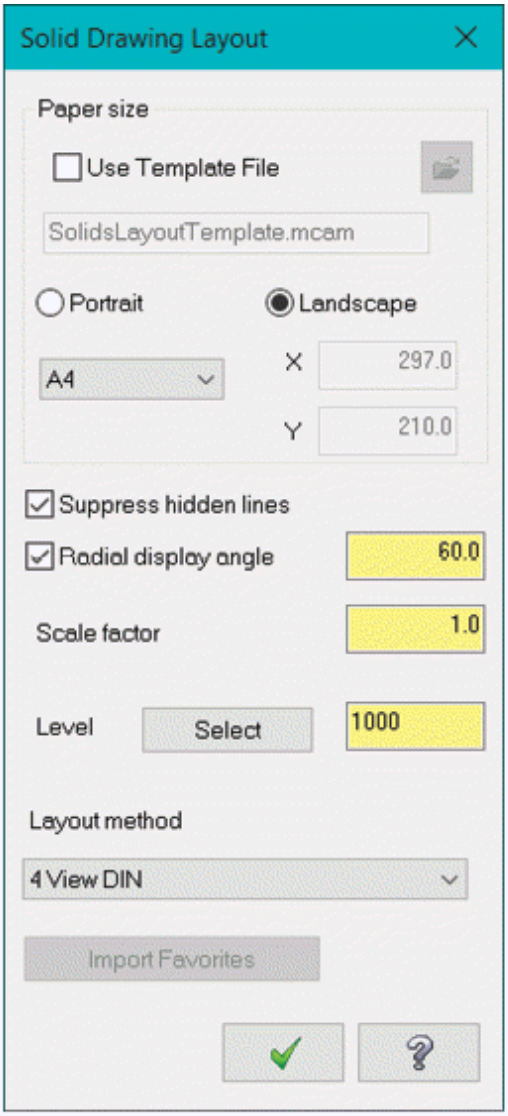

Figure-78. Solid Drawing Layout dialog box
- Click on the **Layout** tool from the **Drawing** group in the **Solids** tab of the **Ribbon**. The **Solid Drawing Layout** dialog box will be displayed; refer to Figure-78.